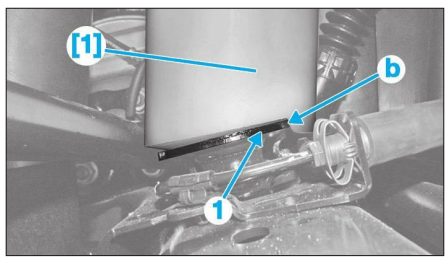

**Fig. 37**
• Vérifier le contact de la cale de mise en hauteur sur l'appui (1) en (b) **(Fig.37)**.